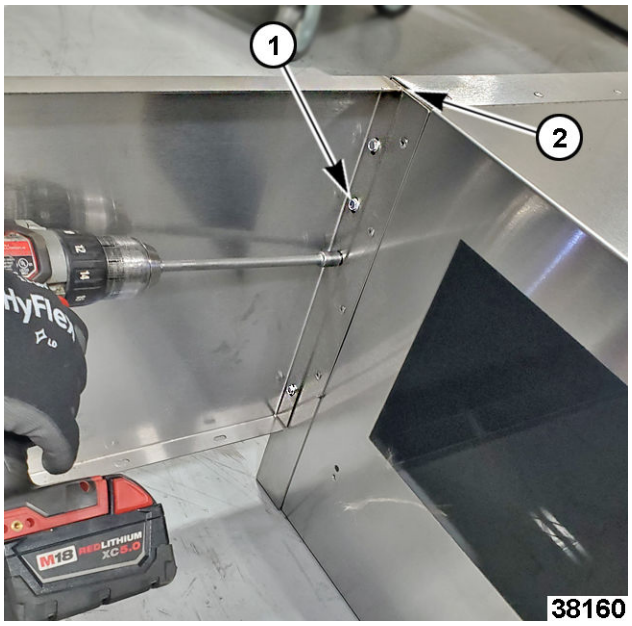

Fig. 87
3. Attach side panels to hood with 10-32 screws (1, Fig. 87) into 8 screw holes on back of hood. Align top of hood with top edge of side trim panels (2, Fig. 87) before tightening screws.